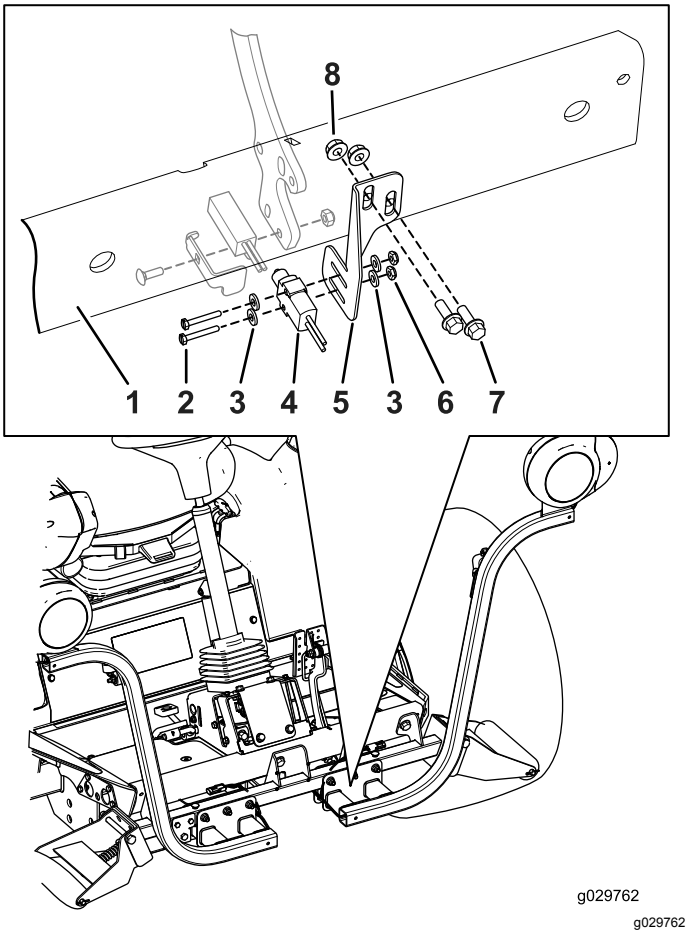

Figuur 17
Opmerking: U zult de remsensorbeugel naar boven of beneden moeten bewegen om de remsensor uit te lijnen met de remsensorplaat (Figuur 17).
4. Monteer de remsensor losjes met 2 gleufkopschroeven (nr. 6 x 1"), 2 ringen en 2 flensmoeren aan de remsensorbeugel (Figuur 17).